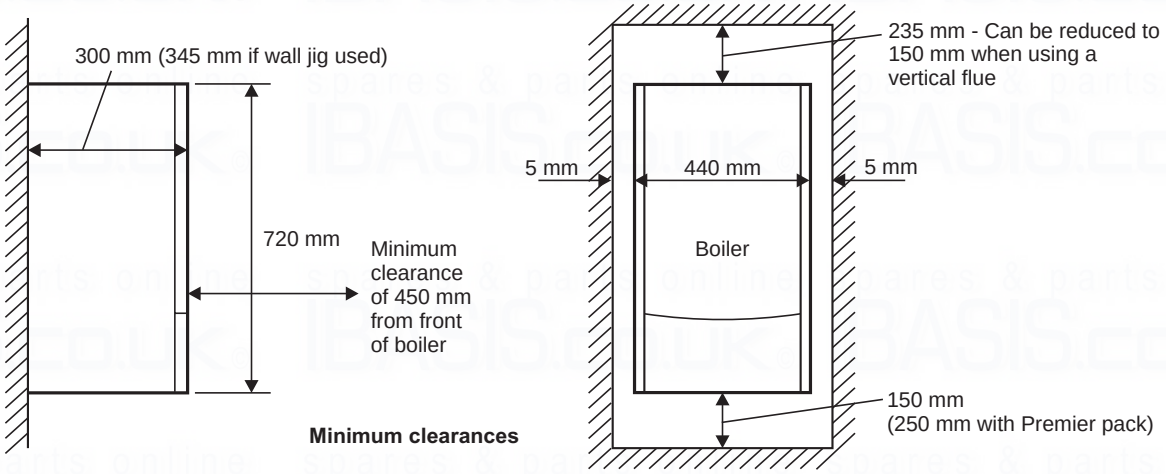

Fig. 4.1
4.2 CLEARANCES REQUIRED - Fig. 4.1